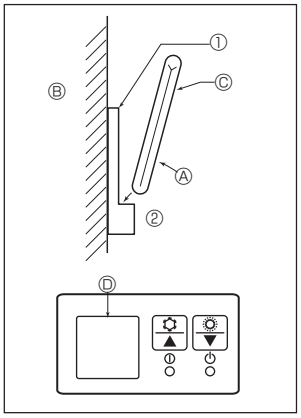

Fig. 6-3
2) Méthode d'installation (Fig. 6-3)
① Attachez le support de la télécommande à l'endroit voulu à l'aide de 2 vis à taraud.
② Mettez la partie inférieure de la télécommande dans le support.